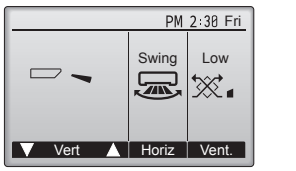

Fig. 7-4
② Premere il pulsante [SCEGLI] per visualizzare lo schermo di funzionamento dei deflettori, quindi premere i pulsanti [F1] e [F2] per verificare il deflettore automatico. (Fig. 7-4)